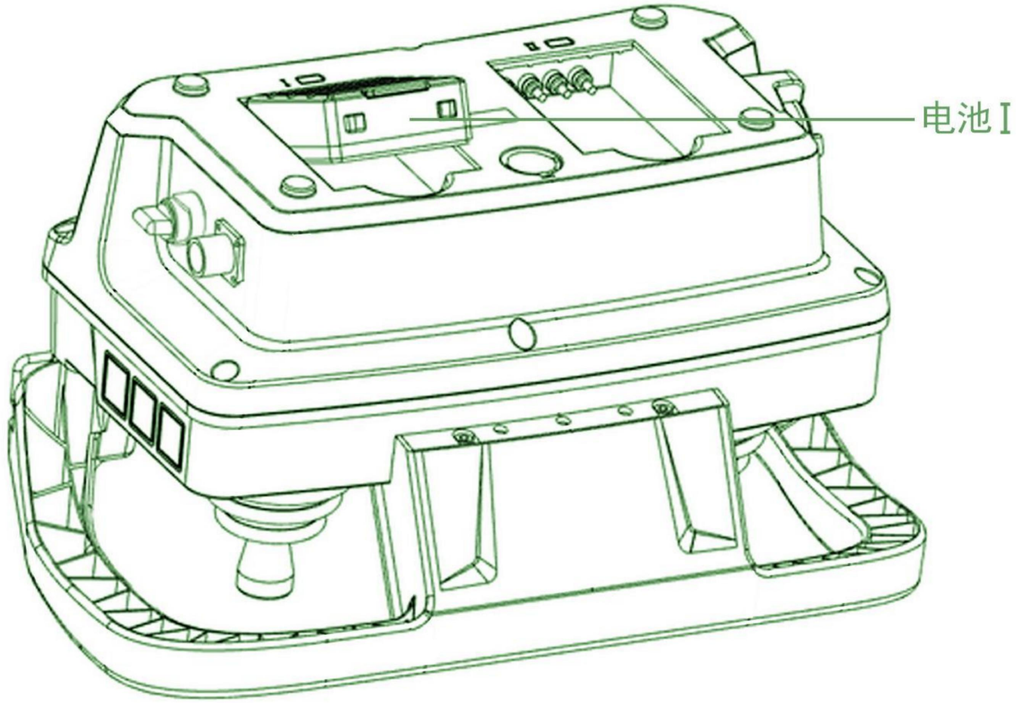

图5 （电池安装图）
- 取出发射器，在背面安装专用的聚合物锂电池（BL2S电池）如图5；